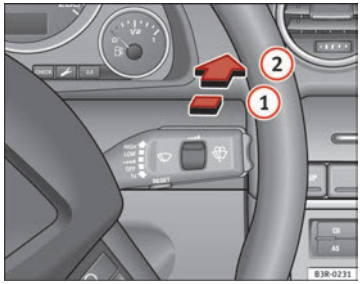

Fig. 100 Windscreen wiper lever
– Push the windscreen wiper lever forwards until it clicks into the first position ⇒ Fig. 100 (1). The rear window wiper will wipe the window approximately every 4 seconds.